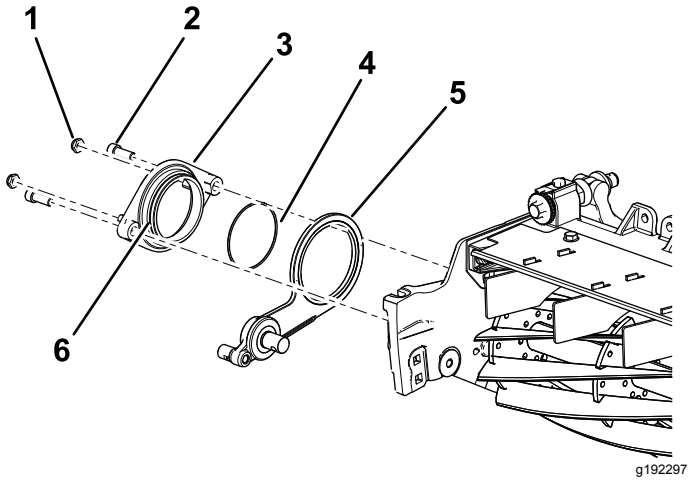

Figura 9
3. Utilice un compuesto antiadherente en el diámetro externo del conjunto del cubo del pivote (Figura 9).
4. Sujete el buje pivotante sobre el conjunto de tensor en el molinete con 2 pernos allen (⅜ x ¾") (Figura 9).
5. Instale provisionalmente las 2 contratuercas en el cubo del pivote (Figura 9).